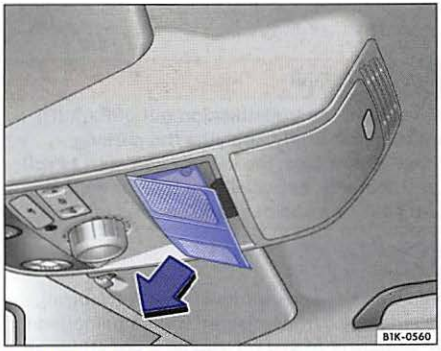

Fig. 150 In headliner: Removing cover.
- Remove the cover in direction of the arrow ⇒fig. 150.